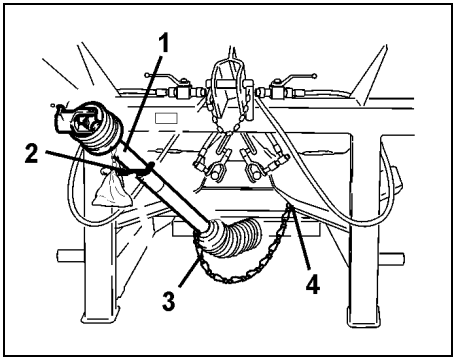

Rys. 13
- Założyć drugą połówkę wałka przekaźnikowego (Rys. 13/1) i odłożyć wałek w uchwyt (Rys. 13/2).
- Rurę ochronną zabezpieczyć łańcuchem (Rys. 13/3) w uchwycie (Rys. 13/4).